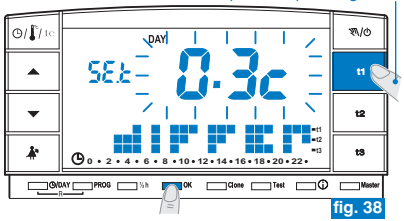
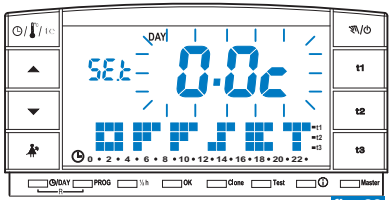

fig. 38
fig. 39
- Mantener presionada la tecla **t1** hasta que aparezca el **mensaje parpadeante** del valor configurado del Diferencial (ejemplo fig. 38 - configuración de fábrica **0.3°C**).
- Presionar **OK** (fig. 38) para pasar a la configuración del ajuste (Offset) (fig. 39).